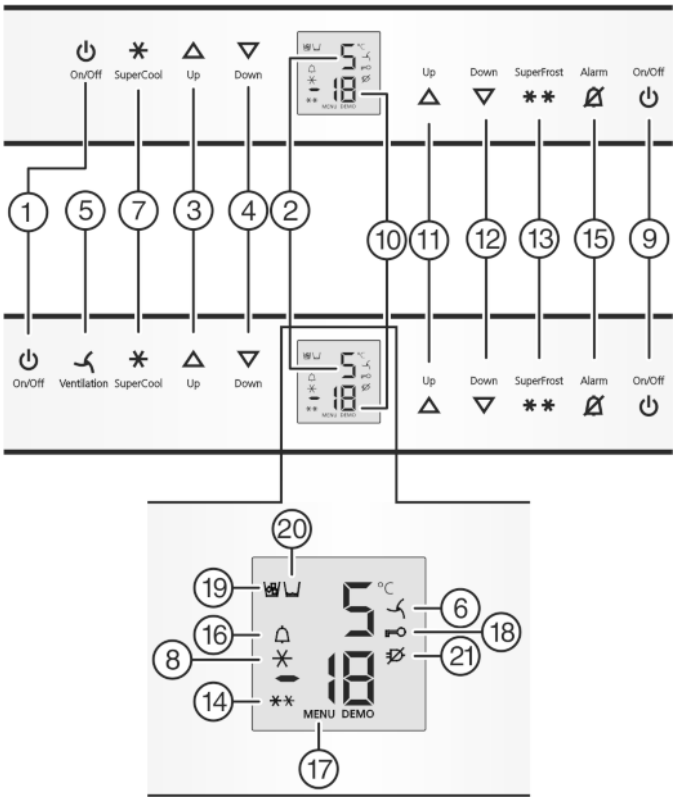

Fig. 2
▶ Press On/Off button, freezer compartment *Fig. 2 (9)*.
▶ Press On/Off button, refrigerator compartment *Fig. 2 (1)*.
▷ The fridge section is on: Fridge temperature display *Fig. 2 (2)* is on. When you open the door the interior light comes on.
▶ To activate the setting mode: press SuperFrost button *Fig. 2 (13)* for about 5 s.
▷ The menu symbol *Fig. 2 (17)* shines.
▶ Briefly press the SuperFrost button *Fig. 2 (13)*.to confirm.
▶ Tto activate the child lock, briefly press the SuperFrost button *Fig. 2 (13)*.
▷ The child lock symbol *Fig. 2 (18)* shines. c flashes in the display.
▶ to deactivate the child lock, briefly press the SuperFrost button *Fig. 2 (13)*.
▷ The child lock symbol *Fig. 2 (18)* goes out. c flashes in the display.
▶ To deactivate the set-up mode: press On/Off button, freezer compartment *Fig. 2 (9)*.
▶ Press alarm button *Fig. 2 (15)*.
The temperature display and the alarm symbol *Fig. 2 (16)* flash at the same time.
The audible alarm is automatically silenced, the alarm symbol *Fig. 2 (16)* goes out and the temperature display stops flashing when the temperature is sufficiently cold again.